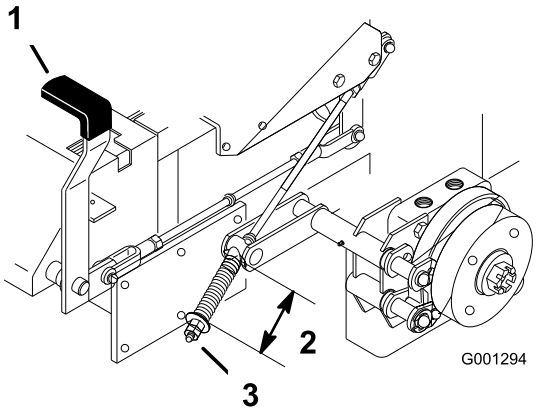

Rysunek 66
2. Dokonaj pomiaru długości sprężyny. Wynik pomiaru między podkładkami powinien wynosić 64 mm (Rysunek 66).
3. Jeśli konieczna jest regulacja, zwolnij hamulec postojowy, odkręć przeciwnakrętkę pod sprężyną i wyreguluj nakrętkę bezpośrednio pod sprężyną (Rysunek 66).